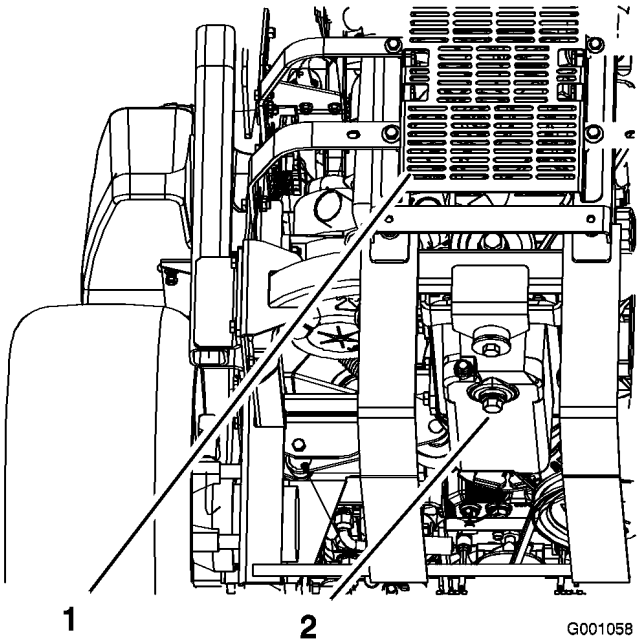

Figur 37
5. Placer en bakke under olieaftapningsproppen. Afmonter aftapningsproppen, og lad al olien løbe ud (Figur 37).